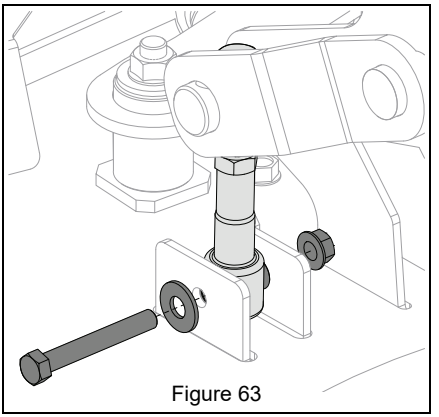

Figure 63
9. Remove hardware retaining deck-lift links to mower deck. See Figure 63.